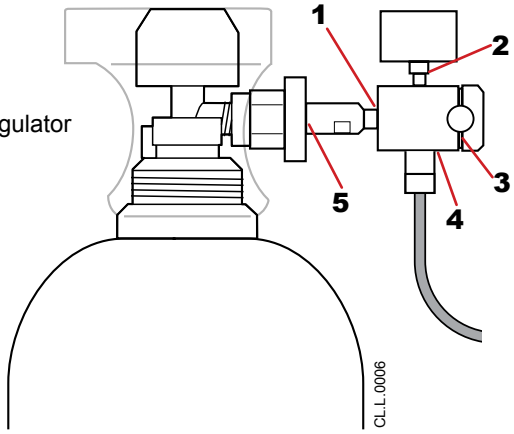

Figure 6-8 Leak detection points on an INOMAX regulator
2. Apply soapy water to the INOMAX regulator connection points shown in Figure 6-8. If bubbles form, there is a leak.